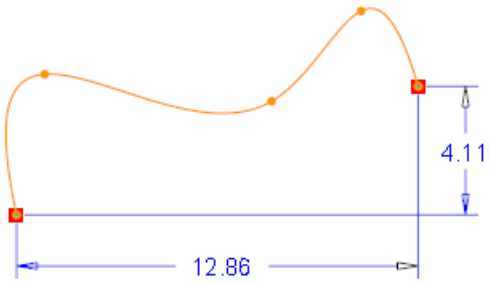

Figure 3-13 *Endpoint dimensioning*
2. Select the two endpoints of the spline and place the horizontal or vertical dimension by pressing the middle mouse button twice. Figure 3-13 shows a spline that is dimensioned by selecting the endpoints.